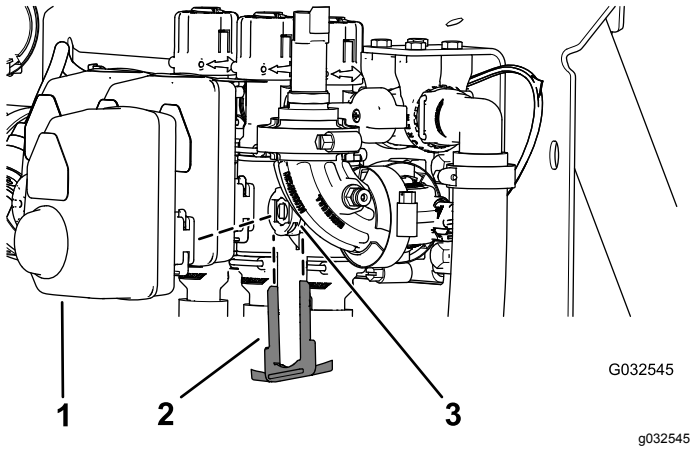

Figuur 105
2. Verwijder de borgclip waarmee de actuator bevestigd is aan de verdelerklep voor de spuitboomklep of de mengklep (Figuur 105).